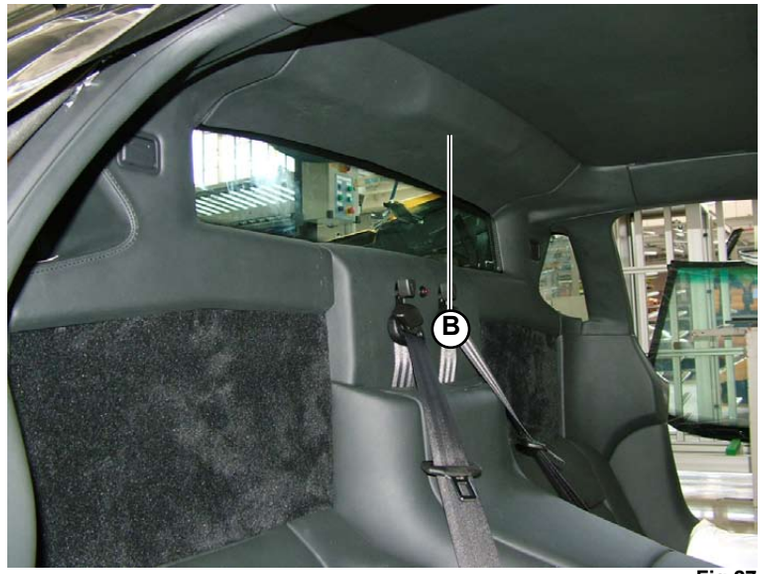

Fig.27
2. Remove the rear cross member (**B-Fig.27**).